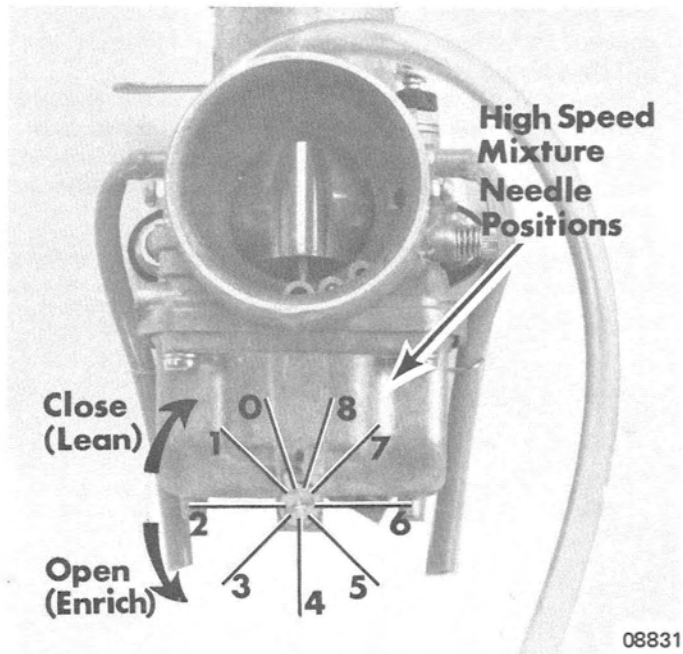

Figure 4A. High Speed Mixture Needle Positions
Each carburetor is equipped with an adjustable high speed mixture needle (Figure 4A) in addition to a fixed high speed jet (located inside carburetor float bowl).
When the high speed mixture needles are closed (clockwise as far as possible - Figure 4A), fuel is metered thru the fixed high speed jet only. As the high speed mixture needles are opened (turned counterclockwise), additional fuel (in addition to fuel metered thru fixed jet) is metered to the main discharge nozzles.
Adjust the carburetor high speed mixture as follows: (1) Refer to the "Elevation/Temperature Chart" and determine the "Reference No." for conditions of operation, (2) refer to "340 S/T High Speed Mixture Needle Position/Fixed High Speed Jet Graph" or "440 S/T High Speed Mixture Needle Position/ Fixed High Speed Jet Graph" and determine the approximate positioning of the high speed mixture needles and the proper fixed high speed jets to use (No. 320 or No. 220), (3) adjust high speed mixture needles (Figure 4A) to approximate position and/or install the appropriate jets (if not installed), and (4) perform a SPARK PLUG CHECK as outlined following.
2. Stop the engine and remove spark plugs. The proper fuel/air mixture will cause spark plug insulator tip to turn gray, tan or light brown. A lean fuel/air mixture will cause insulator tip to turn light gray or chalk white. (Readjust to a richer setting.) A rich fuel/air mixture will cause insulator tip to turn dark brown or black. (Readjust to a leaner setting.) (Figure 4A)
Use this graph as outlined following: (1) After referring to "Elevation/Temperature Chart", preceding, find applicable reference no. on vertical line (left side of graph), (2) follow straight over until "340 S/T - No. 320 Fixed High Speed Jet Line" or "340 S/T - No. 220 Fixed High Speed Jet Line" is intersected, (3) from this point (point at which either line is intersected), follow straight down to horizontal line (bottom of graph), (4) read high speed mixture needle position on horizontal line and (5) with appropriate fixed high speed jet installed in carburetors (No. 320 or No. 220 - depending on which line was intersected), set each carburetor to this position, using Figure 4A or 4B for reference.
Use this graph as outlined following: (1) After referring to "Elevation/Temperature Chart", preceding, find applicable reference no. on vertical line (left side of graph), (2) follow straight over until "440 S/T - No. 320 Fixed High Speed Jet Line" or "440 S/T - No. 220 Fixed High Speed Jet Line" is intersected, (3) from this point (point at which either line is intersected), follow straight down to horizontal line (bottom of graph), (4) read high speed mixture needle position on horizontal line and (5) with appropriate fixed high speed jet installed in carburetors (No. 320 or No. 220 - depending on which line was intersected), set each carburetor to this position, using Figure 4A or 4C for reference.